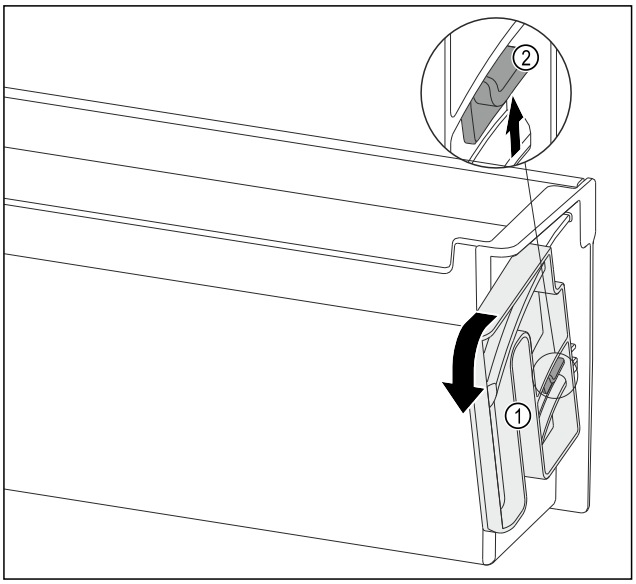

Fig. 150
▶ Otočnou část *Fig. 150 (1)* otočte určeným směrem až na doraz.
▶ Závěs *Fig. 150 (2)* zatlačte nahoru a otočnou část *Fig. 150 (1)* odeberte.